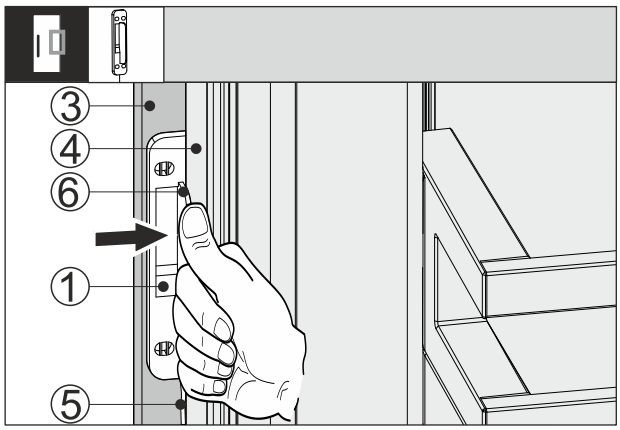

Fig. 66
▶ Împingeți senzorul pentru ciocănit *Fig. 66 (1)* între frontul mobilierului *Fig. 66 (3)* și ușa aparatului *Fig. 66 (4)* astfel încât cablul *Fig. 66 (5)* să fie ușor tensionat. Opritorul *Fig. 66 (6)* senzorului pentru ciocănit este amplasat pe ușa aparatului *Fig. 66 (4)*.
▶ Apăsați senzorul pentru ciocănit *Fig. 66 (1)* pe frontul mobilierului *Fig. 66 (3)*.
▷ Senzorul de zgomot pentru ciocănit *Fig. 66 (1)* este lipit. Fixarea senzorului pentru ciocănit optimizează transmiterea semnalului pentru ciocănit.
Fixarea permanentă a senzorului pentru ciocănit *Fig. 66 (1)* crește durata de viață.
▶ Înșurubați senzorul pentru ciocănit *Fig. 66 (1)* pe frontul mobilierului *Fig. 66 (3)* cu ajutorul șuruburilor furnizate.